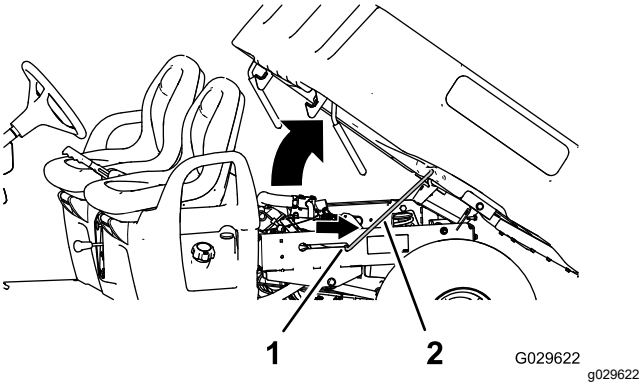

Figura 15
2. Empurre a barra de apoio para a ranhura do entalhe para prender a plataforma (Figura 15).
2. Retire a barra de apoio da ranhura de bloqueio (Figura 15).
3. Desça a plataforma até prender em segurança (Figura 15).